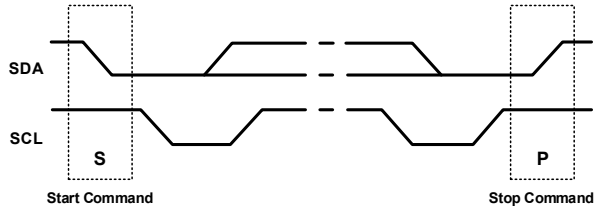

Figure 3: Start and Stop Commands
The start and stop commands are signaled by the initiator device, and signify the beginning and the end of the I²C transfer, respectively. A start (S) command is defined as the SDA signal transitioning from high to low while SCL is high. A stop (P) command is defined as the SDA signal transitioning from low to high while SCL is high (see Figure 3).